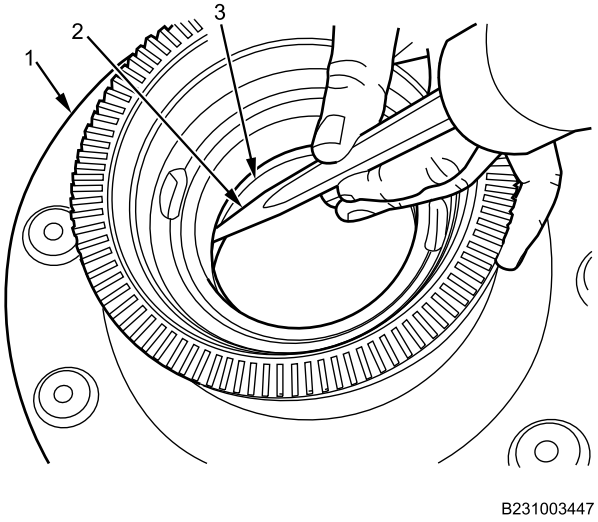

Figure 12. Outer Tapered Roller Cup.
3. Using punch (Figure 12, Item 2), remove outer tapered roller cup (Figure 12, Item 3) from hub (Figure 12, Item 1). Discard outer tapered roller cup (Figure 12, Item 3).